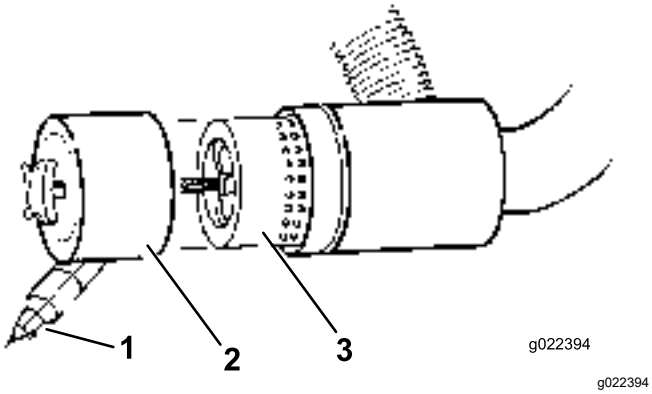

Rysunek 58
4. Usuń i wymień filtr (Rysunek 58).